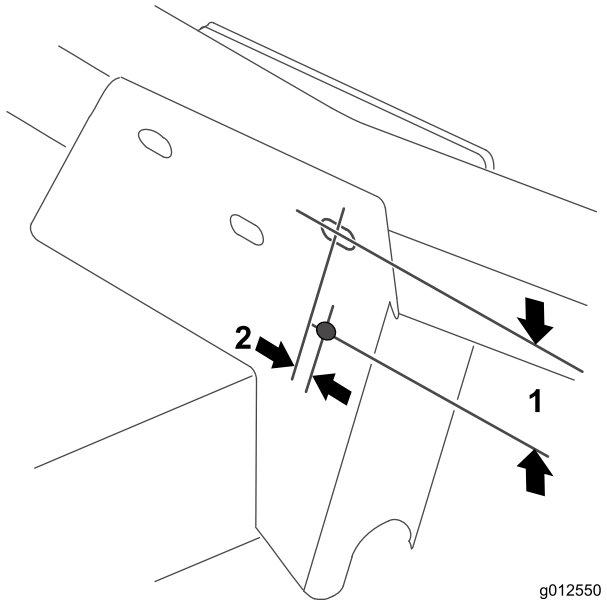

Figur 22
1. Använd måtten som anges i Figur 22 och märk ut och borra ett 11/32 tum stort hål genom båda väggarna på det främre högra hjularmsfästet.